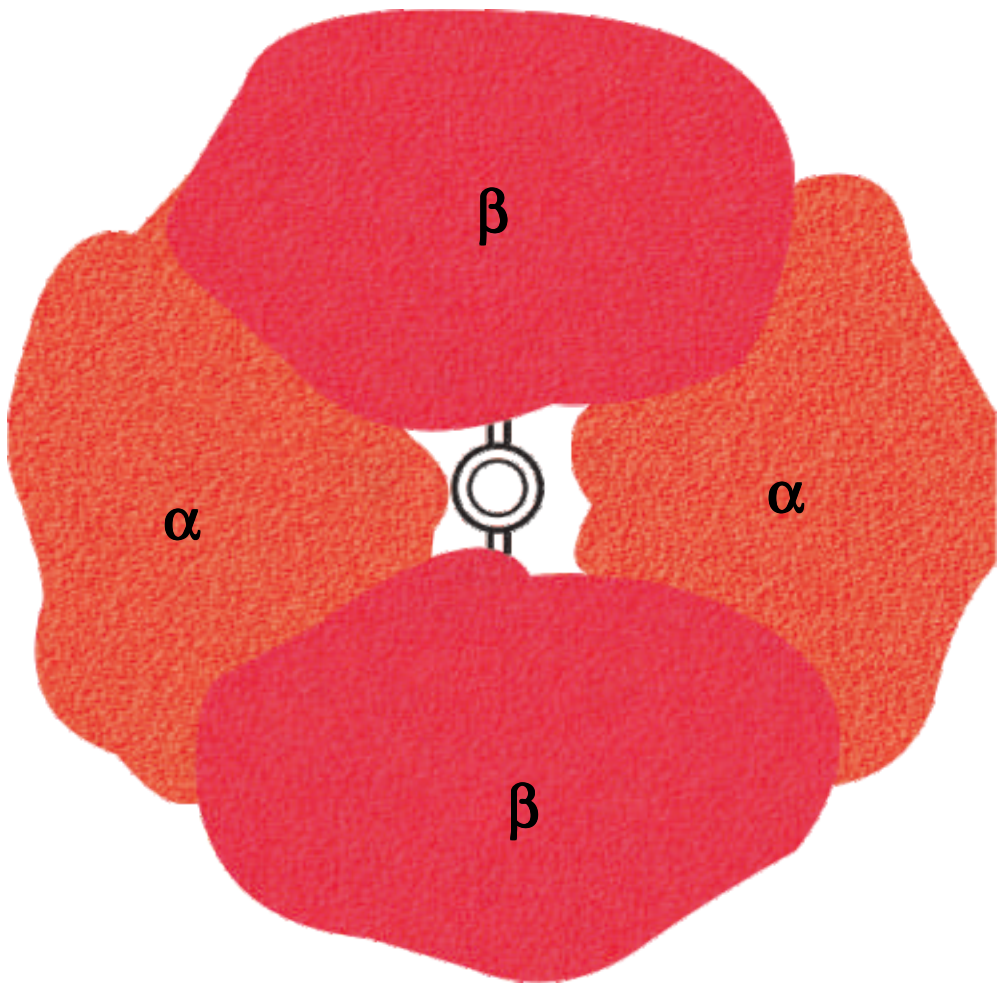

Fig. 7.6 Quaternary structure of haemoglobin protein (For information only)
(4) Quaternary structure of proteins : This quaternary structure is found in some complex proteins. These proteins are made up of two or more polypeptide chains. Non protein components may also be present in them. In this structure, chains of polypeptides are joined with each other by hydrogen bond, ionic bond and disulphide bond. Haemoglobin protein consists of quaternary structure, which is presented in Fig. 7.6. In this structure, two alpha chains and two beta chains are present. These four chains are arranged in a specific way as mentioned in Fig. 7.6.